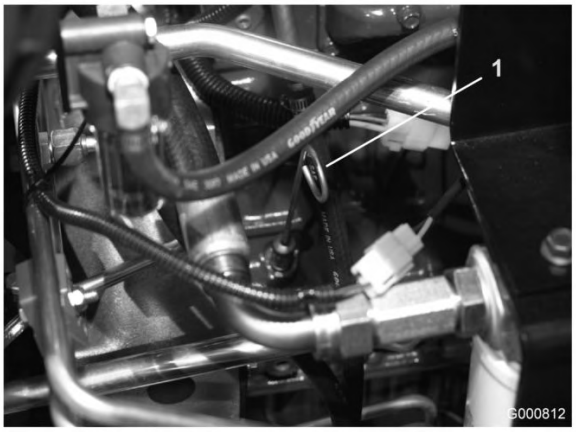

Figura 31
2. Retire a vareta (Figura 31), limpe-a e volte a colocá-la. Retire-a novamente e verifique o nível do óleo: o nível de fluido deve situar-se na marca FULL da vareta.